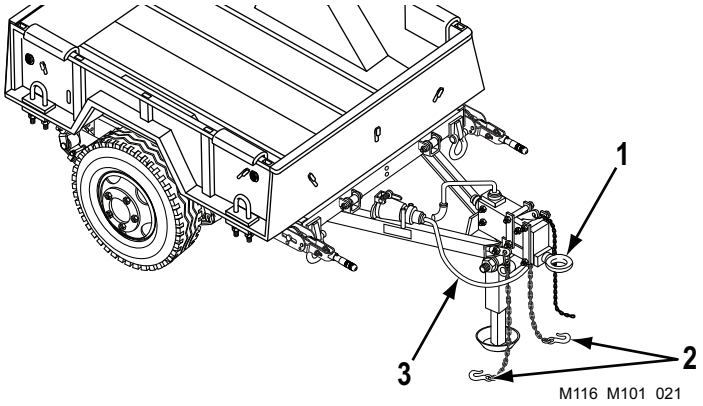

Figure 1. Drawbar Coupler, Intervehicular Cable, and Safety Chain Check.
b. Check intervehicular cable (Figure 1, Item 3) for cuts and breaks.
c. Check safety chains (Figure 1, Item 2) for secure mounting and obvious damage.	c. Safety chains are missing or unsecured.